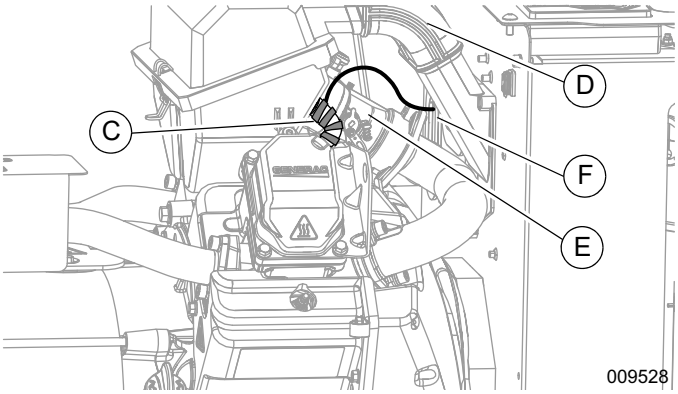

Figura 5. Manguera del respiradero (Serie 800)
1. Consulte la ***Figura 5***. Enrolle el calentador del respiradero (C) alrededor de la manguera del respiradero, espaciado de manera uniforme, con los cables conductores en la parte superior. Enrolle el calentador del respiradero y la manguera con cinta de silicona (que se incluye) para sujetar el calentador.